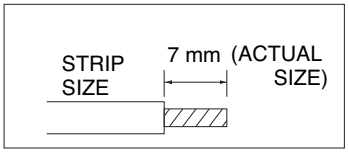

Fig. 26
(1) Cut the wire end with a cutting pliers, then strip the insulation to expose the wire about 7 mm. See the label (Fig. 26) near the terminal plate.
(2) Using a screwdriver, loosen the terminal screw on the terminal plate.
(3) Insert the wire and tighten the terminal screw completely using a screwdriver.